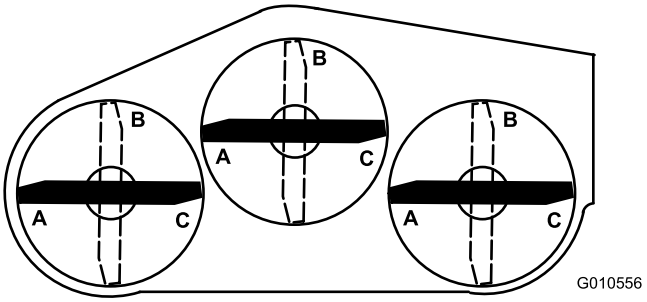
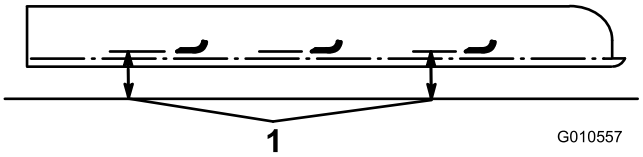

Figuur 24
Figuur 25
5. Plaats alle 3 messen in de stand A (Figuur 24) en meet vanaf het oppervlak tot de onderzijde van de punt van elk mes (Figuur 25).
6. Noteer de meting bij A, draai de messen naar stand B (Figuur 24), meet de afstand van alle messen tot het oppervlak en noteer de afstanden (Figuur 25).
7. Draai de messen naar stand C, voer de meting uit en noteer de gemeten afstand (Figuur 24 en Figuur 25).